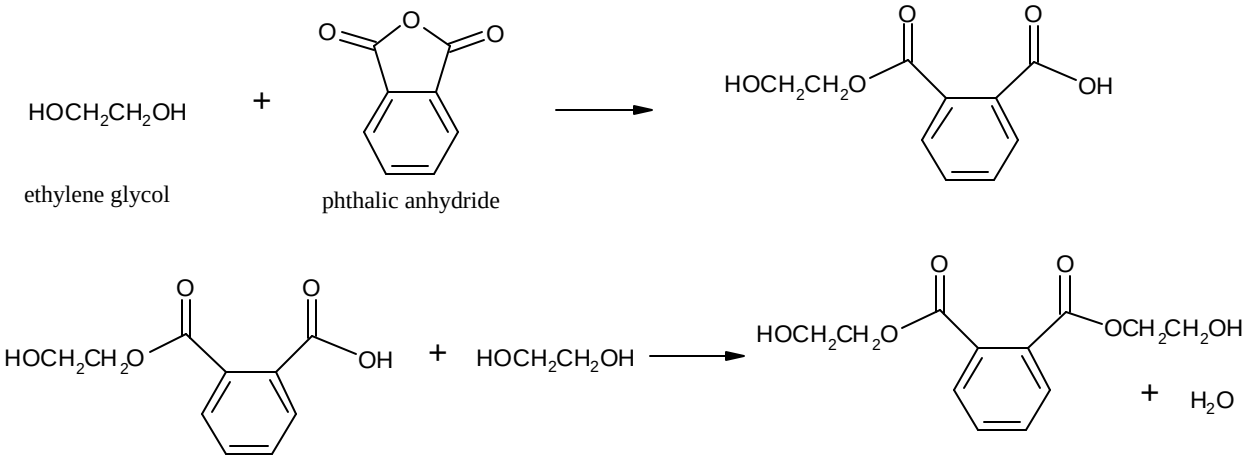
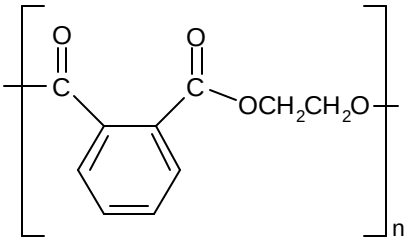

Figure 3: Initial reactions leading to the formation of linear polyester.
Figure 4: Repeat unit for linear polyester.
One chemical reaction which can be used to prepare polyesters is the condensation reaction of a carboxylic acid with an alcohol. In Figure 3, the initial reaction between one hydroxyl (OH) group on the dialcohol (ethylene glycol) and phthalic anhydride produces a molecule containing a carboxylic acid, an ester and an alcohol group. The carboxylic acid portion of this molecule can then react with another ethylene glycol molecule to produce a diester and a water molecule through a condensation reaction. The hydroxyl groups on the diester may react with more anhydride to extend the polymer chain. By repeating this process, a linear polyester is formed (Figure 4).